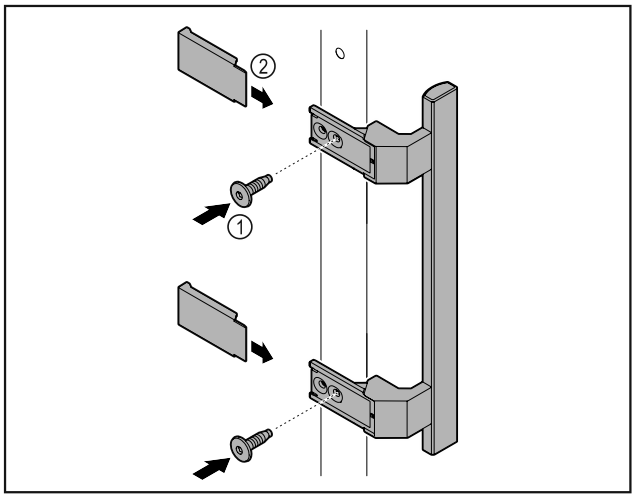

Fig. 57
▶ Atașați mânerul din pachetul de accesorii la ușă cu ajutorul șuruburilor incluse *Fig. 57 (1)*.
▶ Aplicați capacul *Fig. 57 (2)*.